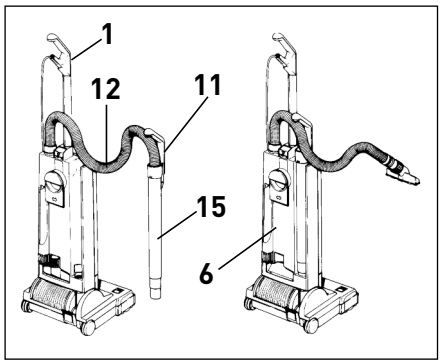

Figure 4 Figure 5
## Utilisation du Tube de Nettoyage, du Tuyau et des Accessoires - Figures 4, 5 et 6
Le tube de nettoyage (15) est très utile pour nettoyer dans les coins et les endroits d'accès difficiles. La poignée du manche (1) doit être verrouillée dans sa position verticale **(voir figure 4)**. Attraper la poignée du tube de nettoyage (11), la tirer vers le haut en l'éloignant de l'aspirateur et étirer le tuyau (12) jusqu'à ce qu'il se verrouille au dos du tube (ce verrouillage empêchera le tuyau de se rétracter dans le tube de nettoyage pendant l'utilisation). Plusieurs accessoires peuvent être connectés au tube. Après l'utilisation, ôter l'accessoire et insérer à nouveau le tube de nettoyage au dos de l'aspirateur. **Assurez-vous que la poignée tubulaire accessoire (11) est engagée sur la languette en saillie (voir le nº 23, page 6)**. Si la poignée tubulaire accessoire est correctement mise en place sur la languette en saillie, le tuyau se rétractera automatiquement et vous pourrez reprendre l'emploi de l'aspirateur. Il n'y a pas besoin d'arrêter l'aspirateur pendant que vous passez d'un emploi en position droite à une utilisation du tube ou du tuyau accessoire.